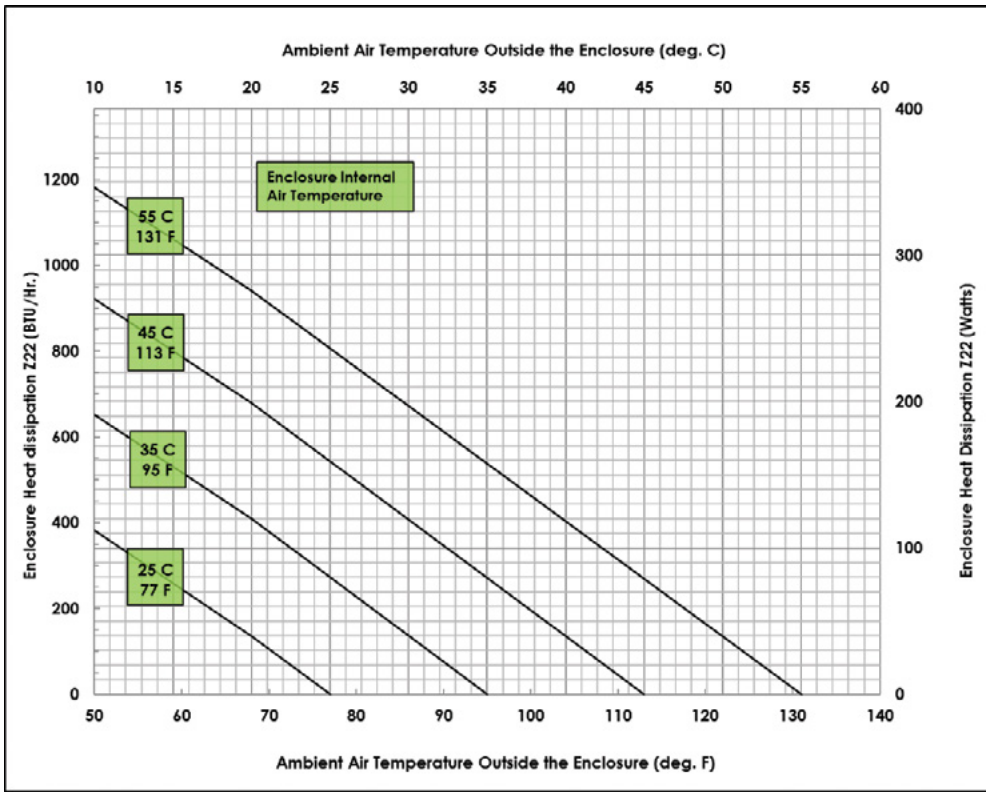

Figure 17:
2. Figure 17 provides a guide for a sealed Panduit Z22x enclosure heat dissipation for various external ambient temperatures.